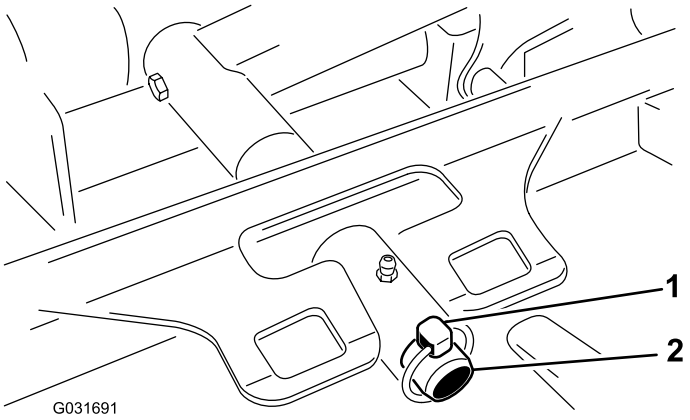

Figur 62
3. Ta bort hjulsprinten som fäster däckets bärram vid lyftarmens svängtapp (Figur 62).
3. Skjut på däckets bärram på lyftarmens svängtapp och fäst den med hjulsprinten (Figur 62).